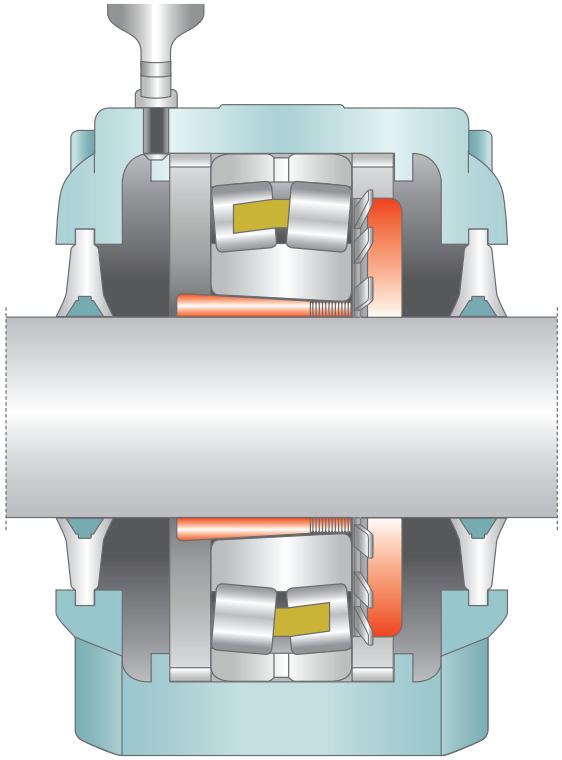

Figure 8 : Lubrification des roulements avec manchon de serrage
- Pour la version avec manchon de serrage, c'est toujours le dos du manchon qui doit être utilisé (**fig. 8**).